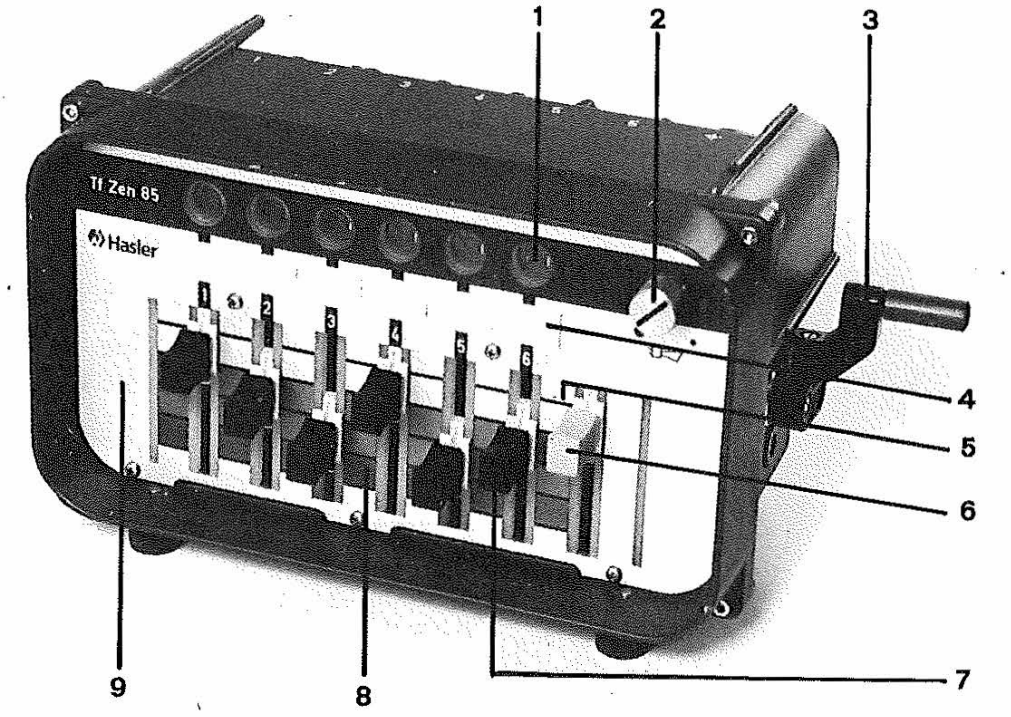
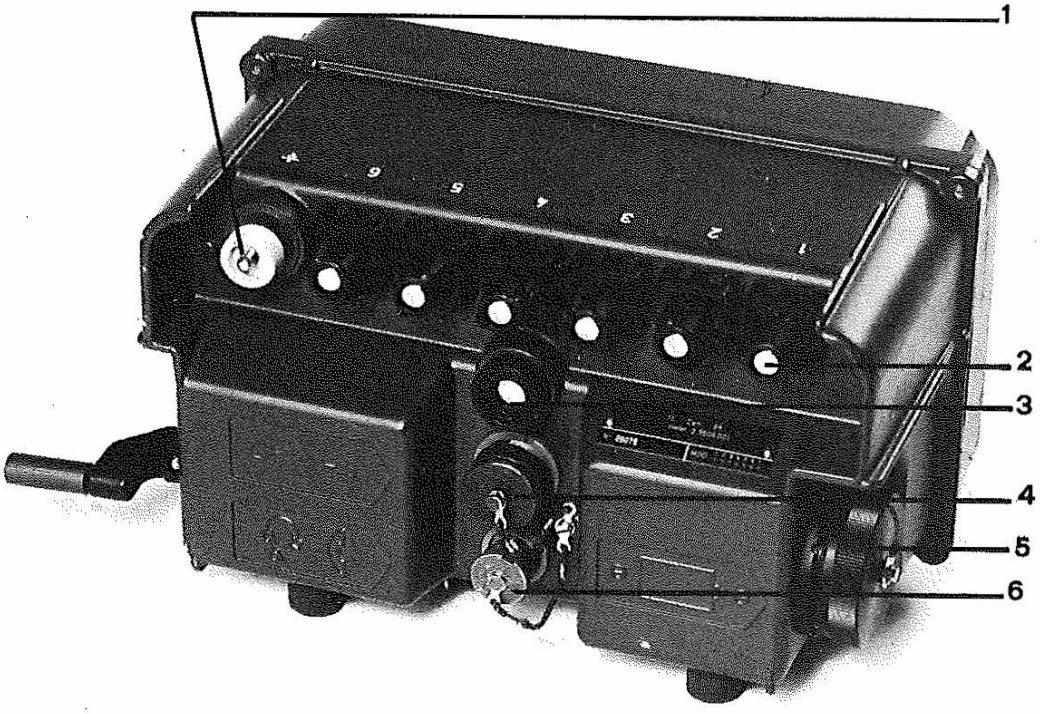

Fig 5 – Telefonzentrale 85, Frontansicht
Fig 6 - Telefonzentrale 85, Rückseite
[3]Die Telefonzentrale 85 ist in ein Metallgehäuse eingebaut. An der Frontplatte sind die Bedienungselemente und die Schaugläser mit den optischen Schauzeichen angebracht. Auf der Rückseite befinden sich die Anschlusssteckdosen, Anschlussklemmen und die Feuchtigkeitsanzeige. Eine Induktorkurbel ist an der rechten Gehäuseseite montiert (Fig 5). An der linken Gehäuseseite befindet sich das Batteriefach (Fig 6).
a. an der Anschlussklemme auf der Rückseite der Telefonzentrale 85 (Fig 6) sowie